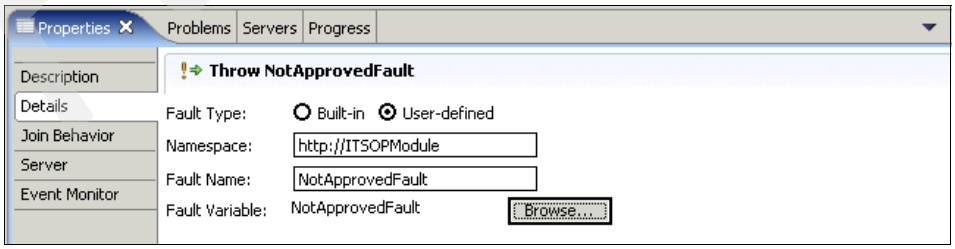

Figure 13-60 The Throw NotApprovedFault Properties page: Details tab
5. Click the **Details** tab (Figure 13-60).